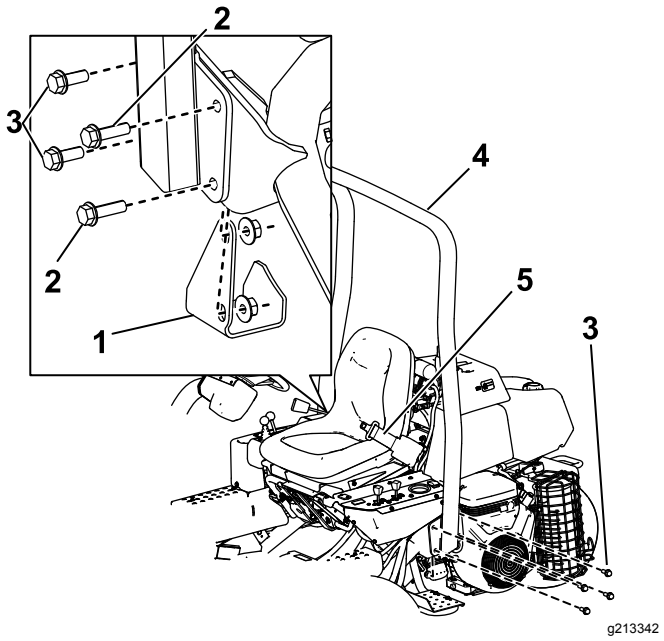

Figur 6
2. Sänk ned störtbågen (Figur 6) till monteringsfästena och passa in monteringshålen.
3. Sätt fast den vänstra sidan av störtbågen på monteringsfästet med fyra skruvar (1/2 x 1 1/2 tum) och låsmuttrar (Figur 6).
5. Sätt fast den högra sidan av störtbågen och domkraftsplattan som du tog bort tidigare på monteringsfästet med två skruvar (1/2 x 1 1/2 tum), två skruvar (1/2 x 1 3/4 tum), en bricka och låsmuttrar i enlighet med Figur 6.